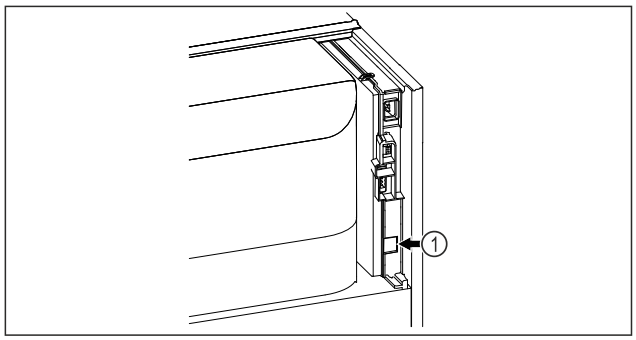

Fig. 88
- ❑ SmartModule *Fig. 88 (1)* este instalat.